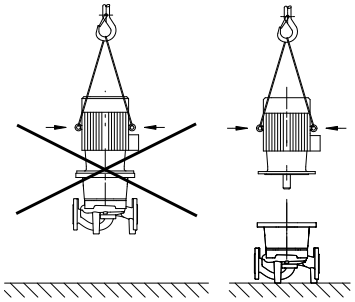

Fig. 7: Transport silnika
- **Uchwyty transportowe na silniku służą wyłącznie do transportu silnika, a nie całej pompy (Fig. 7).**